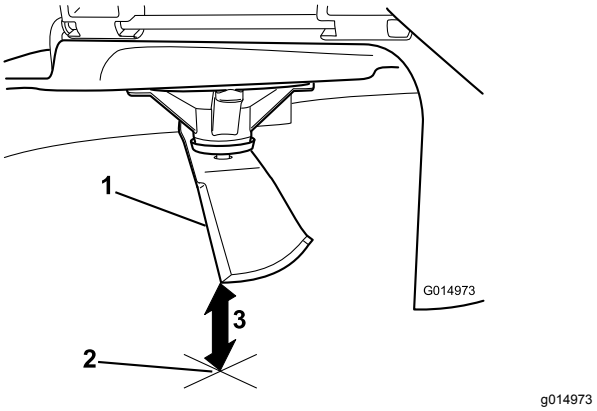

Figur 59
5. Mål fra spidsen af skærekniven til den plane overflade (Figur 59).